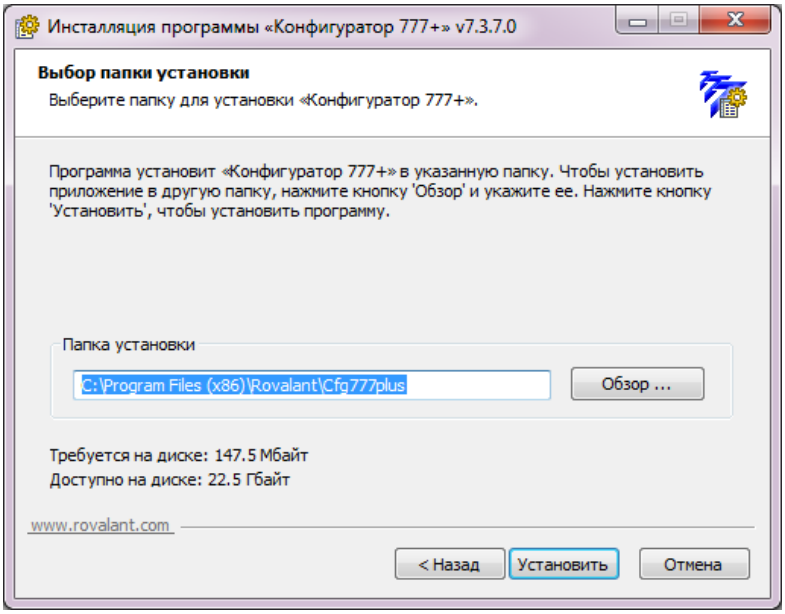

Рисунок 7. Скриншот выбора пути установки программы
4.4. После нажатия кнопки «Далее» отобразится окно выбора пути установки программы (рисунок 7).